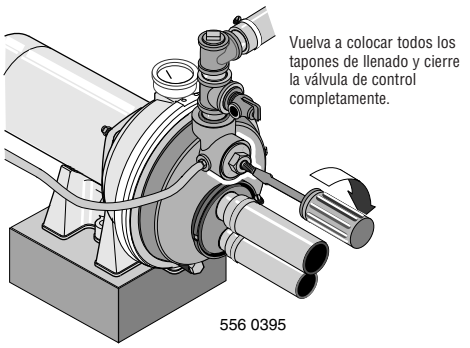

Figura 16: Bomba de Carga
2. Vuelva a colocar todos los tapones de llenado y cierre la válvula de control completamente (Figura 16).